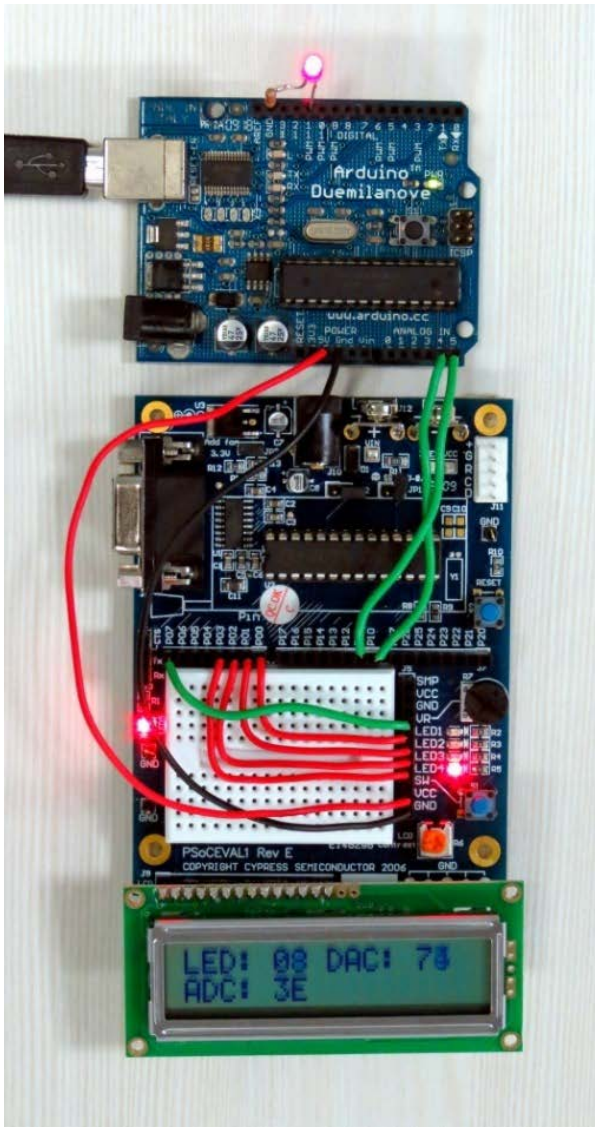

Figure 33　　Arduino と PSoC™間のインターフェース
8. USB ケーブルを Arduino 基板に再接続してください。これにより、Arduino 基板と CY3210 基板が電源供給されます。**Figure 33** は、セットアップのスナップショットです。